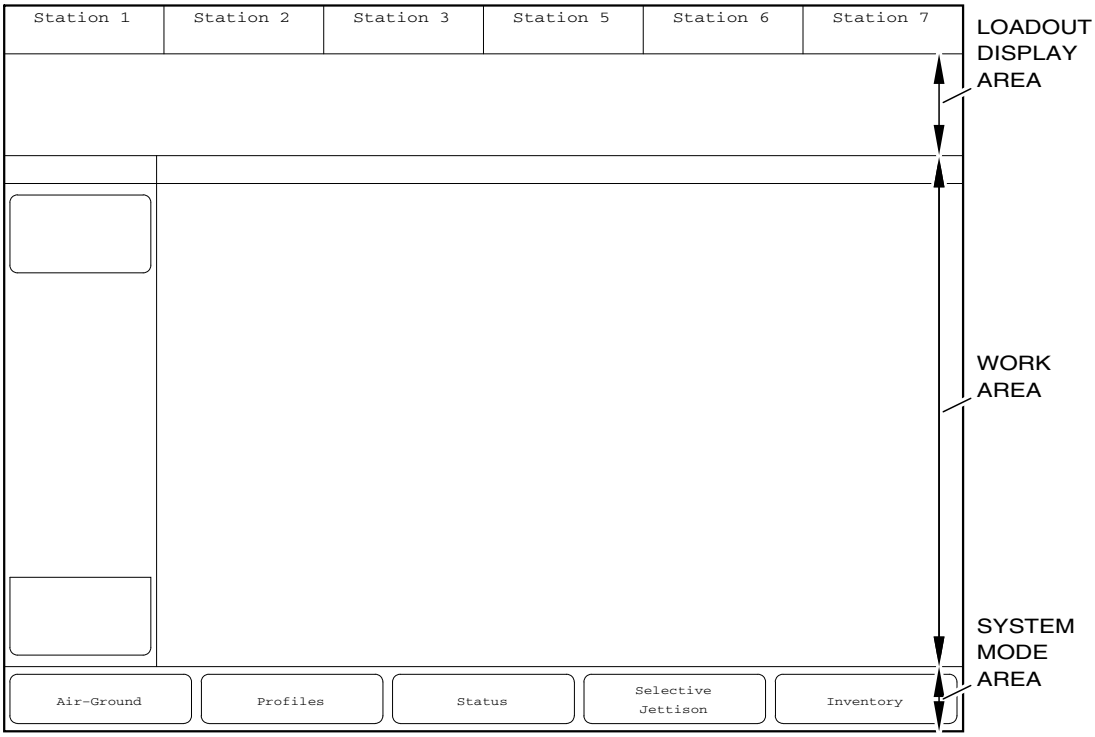

**Figure 1-2. GSMS Weapons Display.**
1.3.1.1 Loadout Display Area. Extending across the top of the Weapons Display (Figure 1-2) is the Loadout Display area. This display area provides visual indication of what weapon is loaded on each station and its current status with the use of Station Boxes and Store Information Boxes.